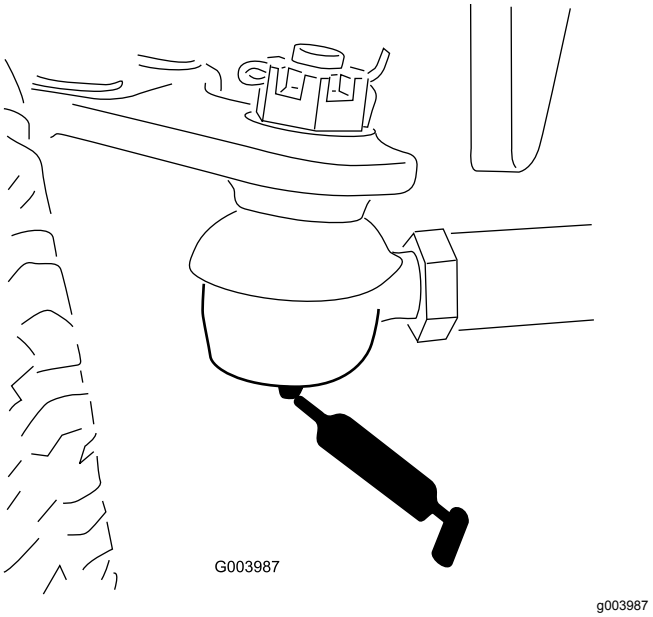

**Figur 79**
- Bagakslens forbindelsesstang (2) (Figur 79)